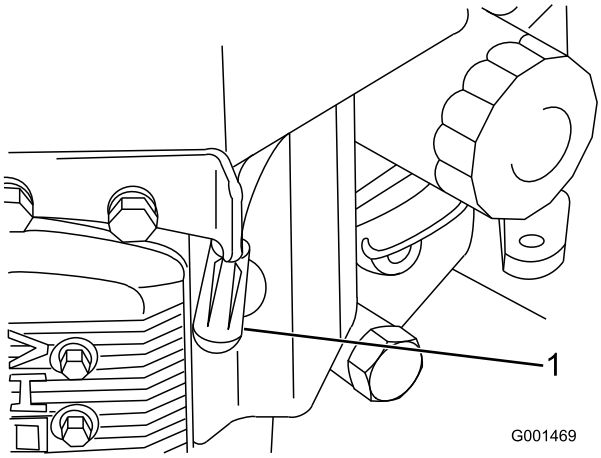

Figura 32
3. Desconecte los cables de las bujías (Figura 32).